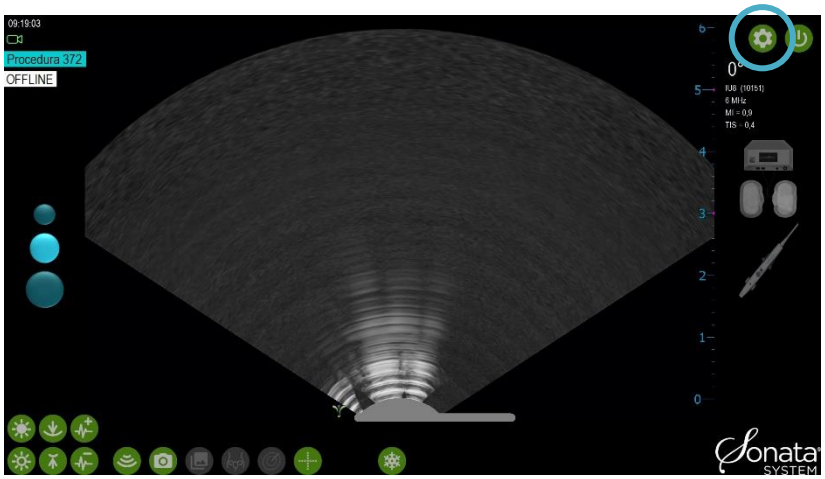

Figura 6-3. Finestra delle Preferenze per la personalizzazione dei comandi
- Fare clic sull'icona Preferenze nell'angolo in alto a destra della schermata di visualizzazione delle immagini ecografiche per aprire il menu Preferenze (vedere la Figura 6-3).